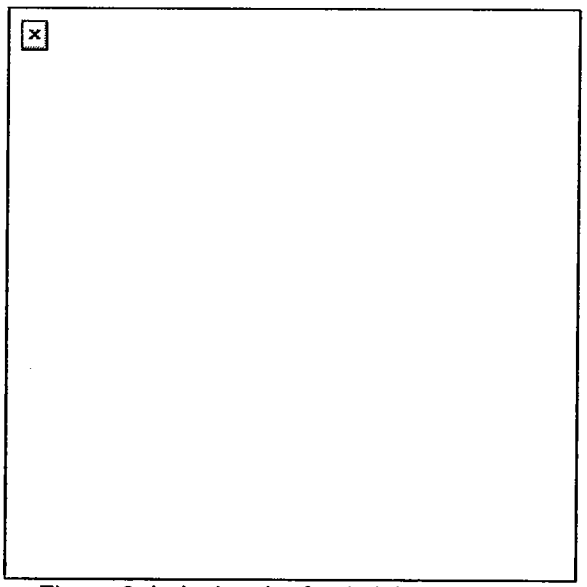

Figure 3. Indexing the feed slide assembly.
c. Index the feed slide assembly to the left and close the top cover (Figure 3).